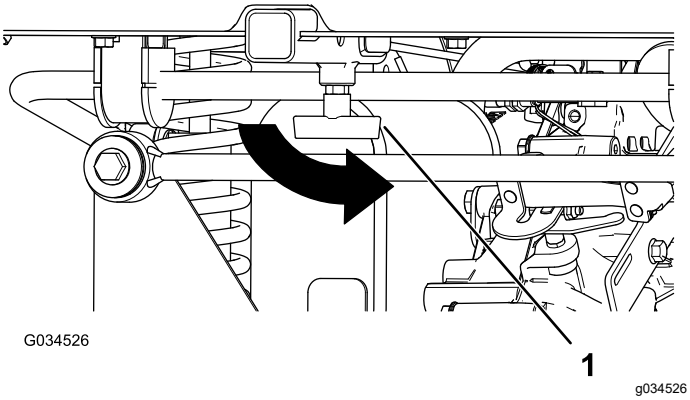

Figur 20
4. Stram "T"-håndtaget ved at dreje det mod uret (Figur 20).